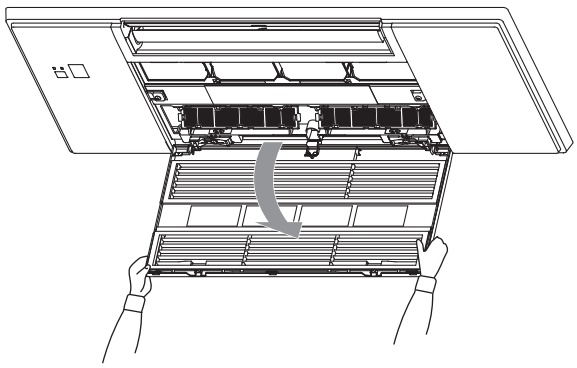

Figure 3
(3) Slide the grille shafts (1 each on the left and right sides) off the intake grille and remove the intake grille (Figure 3).